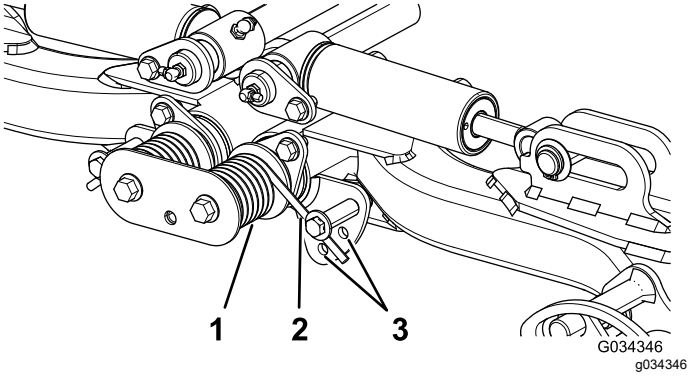

Figuur 38
2. Steek een buis of gelijksoortig voorwerp op het uiteinde van de lange veer om de spanning op de veer tijdens de afstelling weg te nemen (Figuur 38).
3. Als de veer is ontspannen, verwijdert u de bout en de borgmoer waarmee de actuator van de veer is bevestigd aan de beugel (Figuur 38).